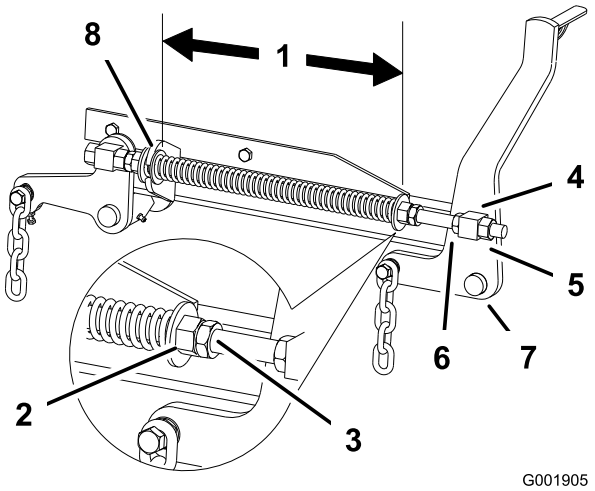

Figur 78
2. Kontrollera avståndet mellan de två stora brickorna; det måste vara 29,2 cm (Figur 78).
3. Justera det här avståndet genom att lossa fjäderkontramuttern och vrida muttern framför respektive fjäder (Figur 78). Vrid muttern medsols för att förkorta fjädern eller motsols för att förlänga fjädern.
4. Lås muttern på plats genom att dra åt fjäderkontramuttern (Figur 78).